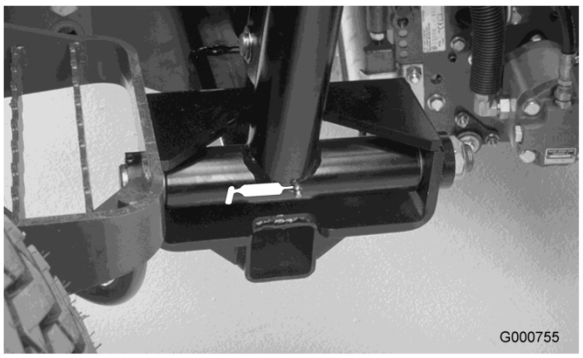

Figuur 34
- Draaipunten van hefarmen (3) (Figuur 34)